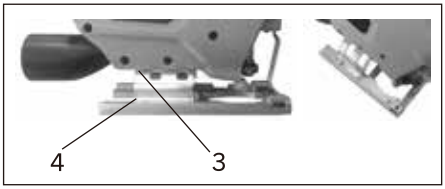

Fig. 2
2. Les angles de biseau (3) sont indiqués sur une échelle située sur le côté de la base (Fig. 2).
3. Faites glisser la base vers l'avant de la scie sauteuse et alignez l'angle de biseau avec le bord de la base (4).